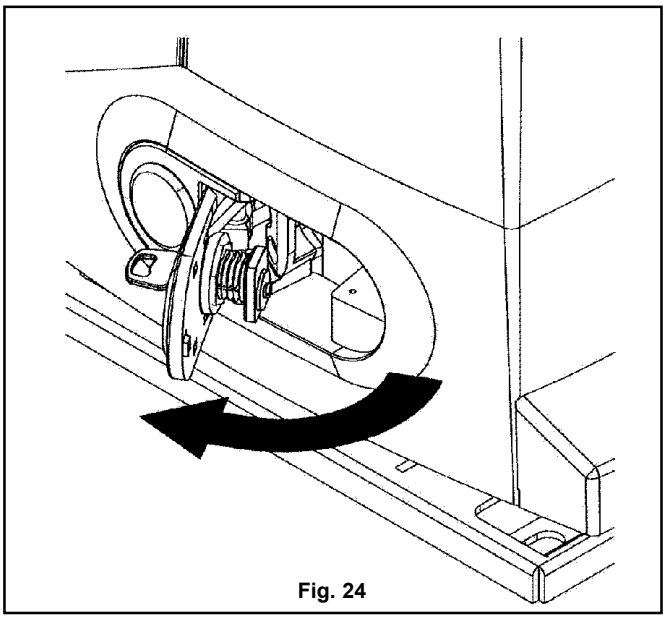

Fig. 24
c) Tirare leggermente verso l'esterno la chiave per far sporgere lo sportellino, quindi con le dita tirare verso l'esterno lo sportellino fino all'arresto (fig. 24); così facendo lo sportellino, dotato di camma, tramite un perno sgancia direttamente la trasmissione.